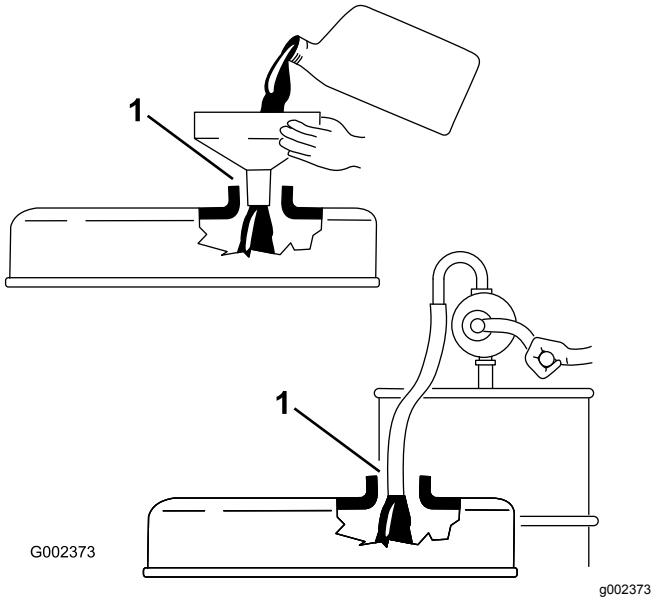

**Rysunek 27**
***Ważne:*** **Podczas uzupełniania oleju silnikowego wskaźnik poziomu musi być usunięty. Podczas uzupełniania oleju silnikowego lub napełniania skrzyni korbowej olejem pomiędzy urządzeniem napełniającym olej a otworem wlewowym w pokrywie zaworu *musi występować* wolna przestrzeń, jak pokazano na Rysunek 27. Ta wolna przestrzeń jest konieczna do usuwania powietrza podczas nalewania i uniemożliwienia przelania się oleju do odpowietrznika.**